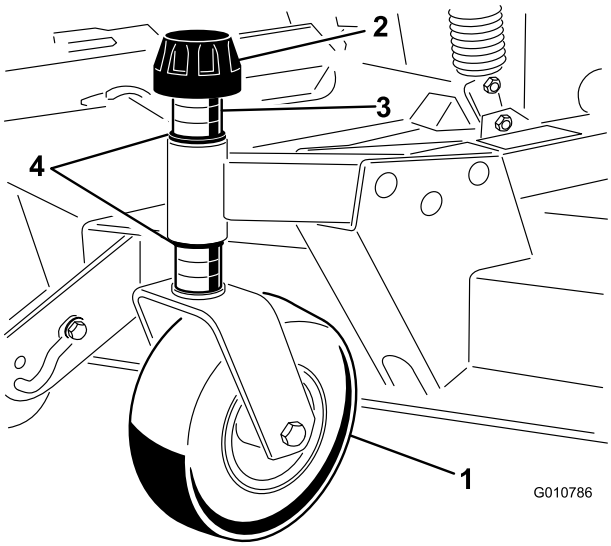

**Figuur 8**
1. Verwijder de klemkapjes van de spilas en schuif de as uit de voorste zwenkwielarm (Figuur 8).